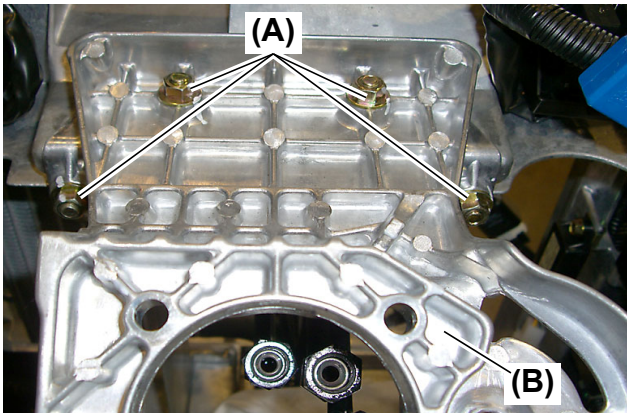

Fig. 2
Remove the steering bracket **(Fig. 2, 3, (B))** by removing the four (4) M8 nuts **(Fig. 2, 3, (A))**.